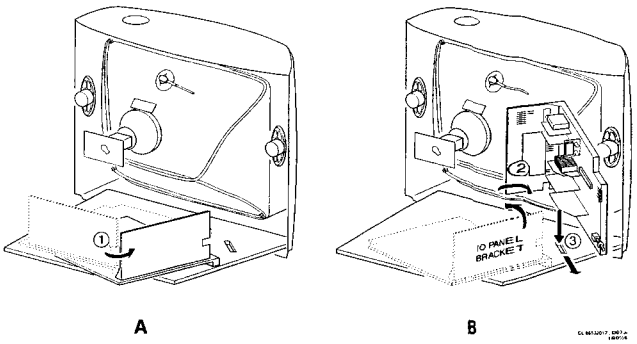

Figure 4-3
4.2.3 Von der Umgebung unabhängige Position (Abbildung 4-3)